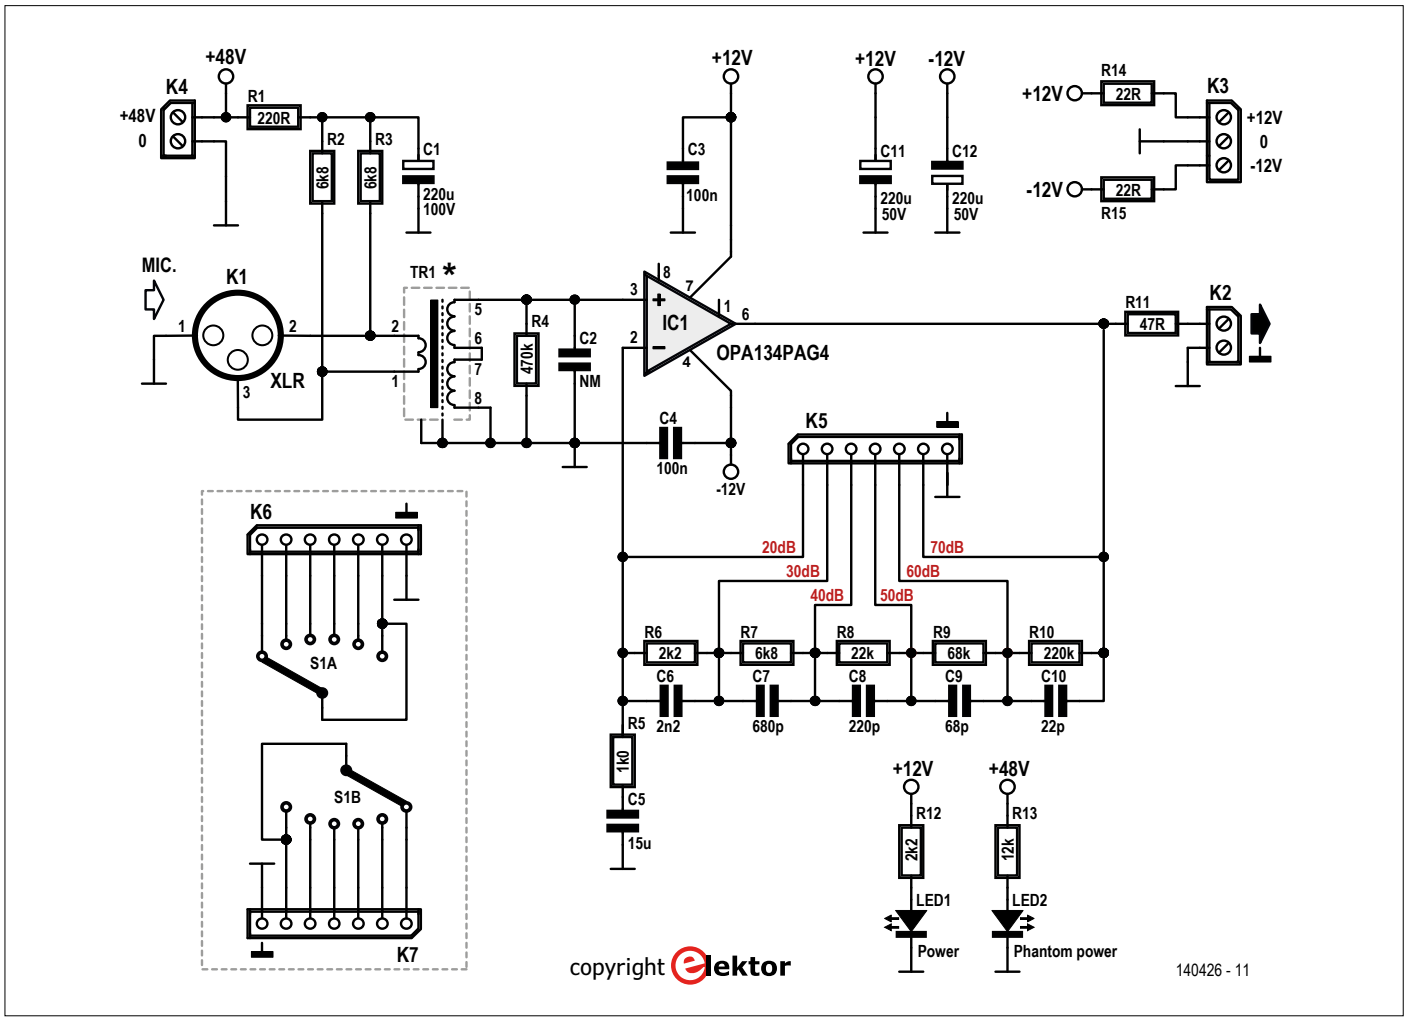

Bild 1. Der Operationsverstärker ist sozusagen das Herz der Schaltung.
Bild 1 zeigt den Schaltplan des Vorverstärkers. Der auf den ersten Blick etwas veraltet erscheinende Trafo (TR1) dient zur galvanischen Trennung des Eingangs und zur Gleichtaktunterdrückung (common mode rejection). Der mit einem Übertragungsverhältnis von 1:10 gut erhältliche Trafo unterdrückt außerdem spürbar die durch Mobiltelefone verursachten Störungen. Außerdem wird die Signalspannung durch ihn um 20 dB verstärkt, was auch dem Signal-Rausch-Verhältnis zugutekommt. Um die gewonnenen Vorteile nicht durch die nachfolgenden Stufen wieder zu verlieren, wurde ein Operationsverstärker mit FET-Eingängen verwendet, dessen Rauschen vernachlässigbar ist. Ein AD743 wäre für die Schaltung aufgrund seines niedrigen Eingangsrauschens sehr gut geeignet (2,9 nV/√Hz [1]), ist aber teuer. Mit der wesentlich preisgünstigeren Variante OPA134 von Burr-Brown (TI) haben wir eine gute Alternative gefunden. Allerdings hatte der Autor für den Prototypen des Vorverstärkers einen TL071 eingesetzt, der ebenfalls ein erstaunlich gutes Resultat erzielte [2]. Die Doppel-Opamps wie der OP2134 oder der TL072 eignen sich dann natürlich recht gut für eine entsprechende Stereo-Variante. Bei der Suche nach einem geeigneten Trafo lohnt sich ein Blick auf die Seiten von Bürklin [3], der zahlreiche Exemplare mit einem guten Preis-Leistungs-Verhältnis anbietet. Entsprechende Trafos gibt es übrigens auch von Lundahl [4], Sowter [5] und Jensen [6], aber die betreffenden Preise bewegen sich hier eher in höheren Regionen, so dass sich eine gezielte Suche bei verschiedenen Anbie-